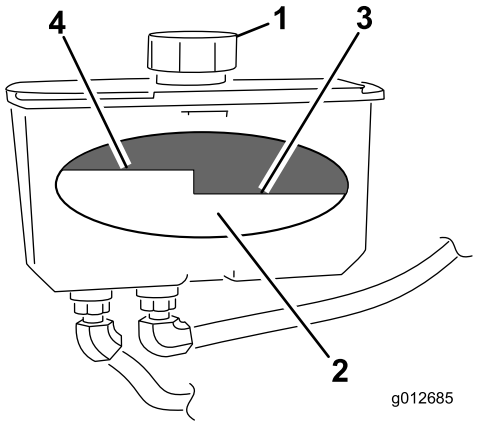

Figur 72
4. Gör rent omkring påfyllningsröret och locket på hydraultanken (Figur 72).
5. Ta bort locket från påfyllningsröret. Titta inuti och kontrollera vätskenivån i behållaren (Figur 72).
Obs: Oljenivån ska nå upp till överkanten på markeringen för het olja på skärmen, när oljan är varm (Figur 72).